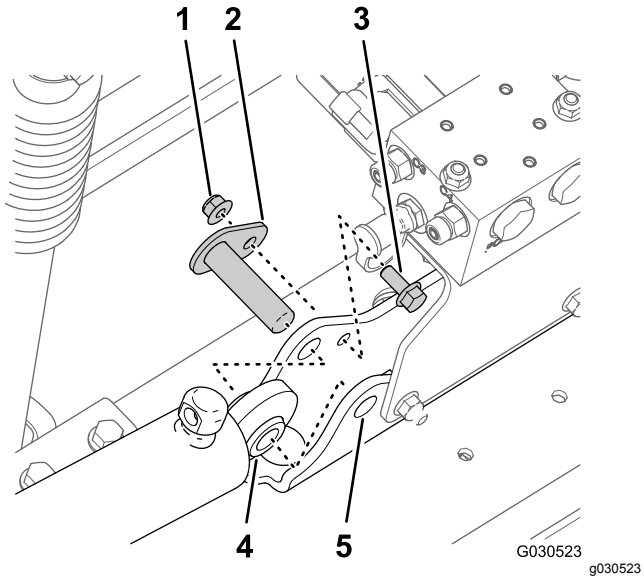

**Figur 64**
4. Afmonter flangelåsemøtrikken (5/16 tomme) og flangehovedbolten (5/16 x 3/4 tomme), der fastgør drejetappen til cylinderbeslaget (Figur 64).
5. Afmonter drejetappen og løftecylinderen fra maskinen (Figur 64).